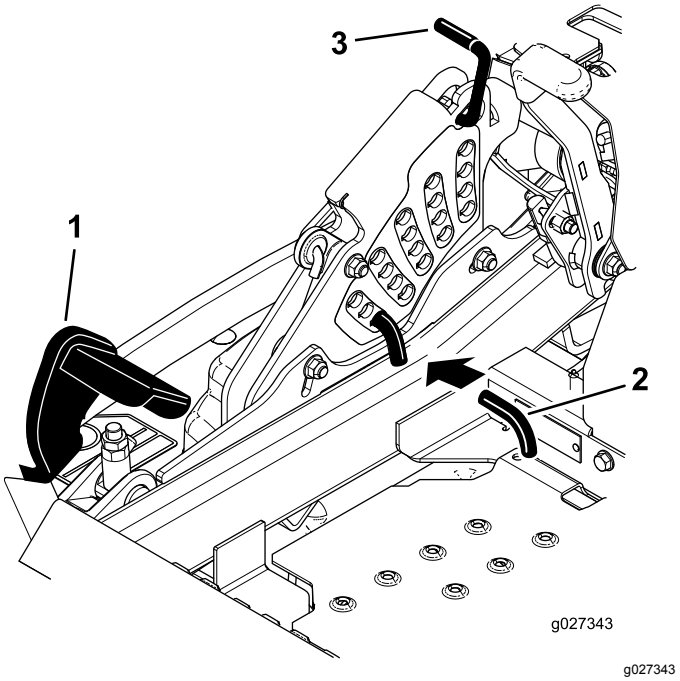

Figure 106
5. Enfoncez complètement la pédale de levage du plateau de coupe pour verrouiller le plateau à la position de transport de 14 cm (Figure 106).